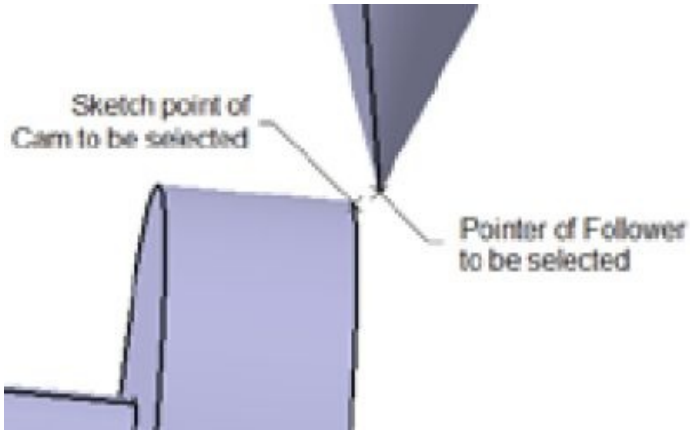

Figure 16-86 *Points to be selected for applying the Spherical joint*
3. Select the sketch point created on the Cam, as shown in Figure 16-86, and choose **OK**; the **Information** message box is displayed, informing that the mechanism has too many commands. To resolve this problem, you need to create one more joint and delete the unwanted constraints of the mechanism.